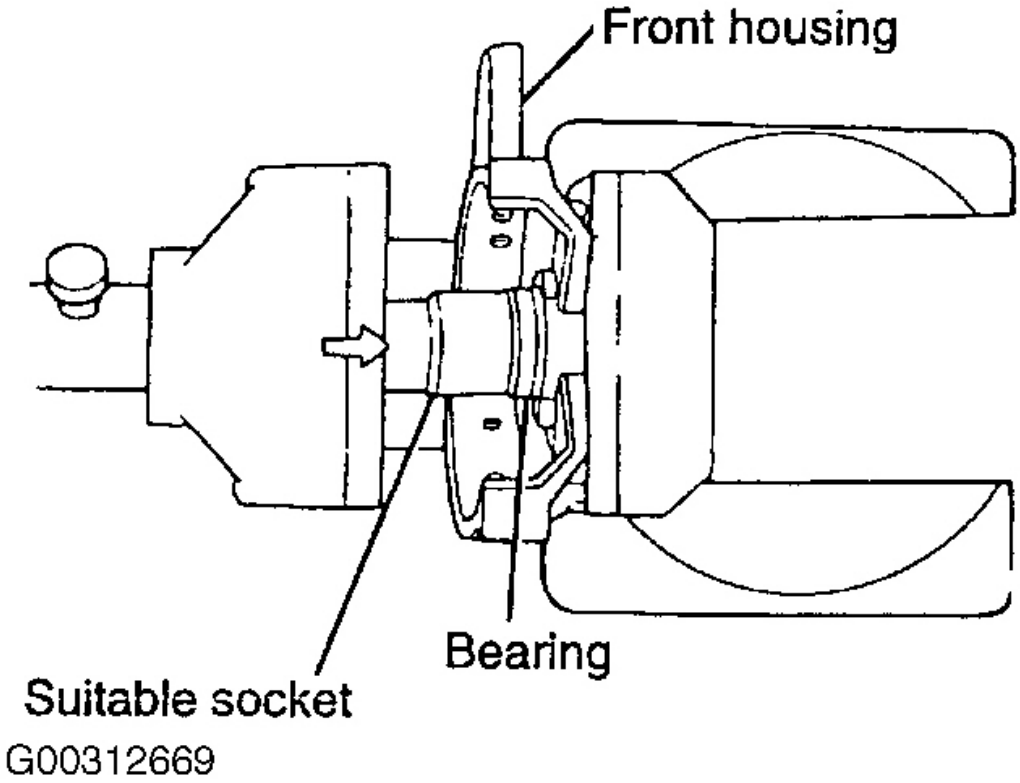

Fig. 31: Montaje de cojinete delantero
7. Ensamble rodamiento delantero. Ver **La Fig. 31** . El uso de una bruja encajen bien encaja pista exterior del rodamiento, empuje con cuidado en el rodamiento delantero. Use una prensa de mano o un vicio.